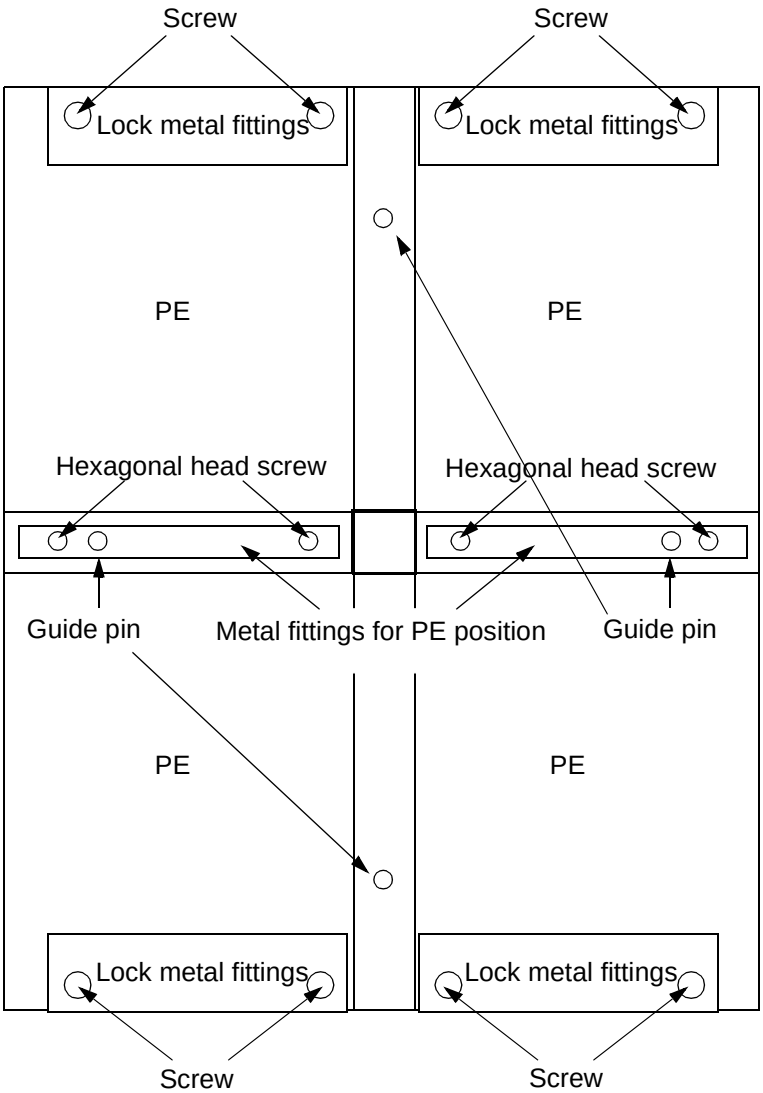

Figure 3-11 TH
(5) Unscrew the hexagonal head screw of the PE positioning metal fittings shown in Figure 3-11 with a 5-mm Allen wrench.